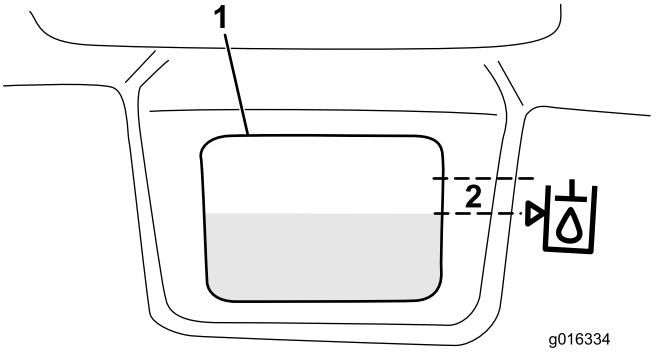

Figur 33
3. Fyld langsomt beholderen med den korrekte hydraulikvæske, til niveauet er ved, eller inden for 6 mm af pilen i symbolet ved siden af det hvide vindue foran beholderen (Figur 33). Fyld ikke for meget på.